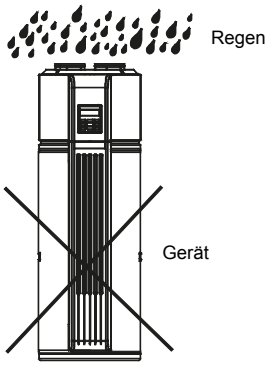

Abb. 3-6
- Die Innenteile des Gerätes müssen vor Regen geschützt werden. Schadens- oder Verletzungsgefahr. (Abb. 3-6)